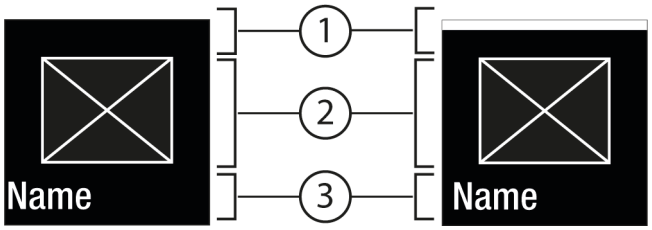
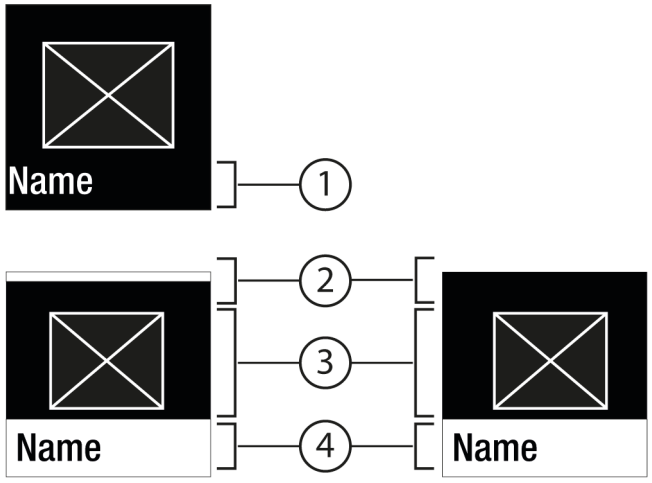

Fig. 6
Fig. 7
- Con Confirmar *Fig. 5 (2)* se accede al submenú *Fig. 7 (4)*.
- Ajustar un nuevo valor: con Confirmar *Fig. 5 (2)* se selecciona un valor desactivado *Fig. 6 (1)*.
- Volver al menú: con Confirmar *Fig. 5 (2)* se selecciona el valor ya activado *Fig. 6 (2)*.
▷ Aparece el estado: activado *Fig. 6 (1)* brevemente en el submenú *Fig. 7 (4)*.